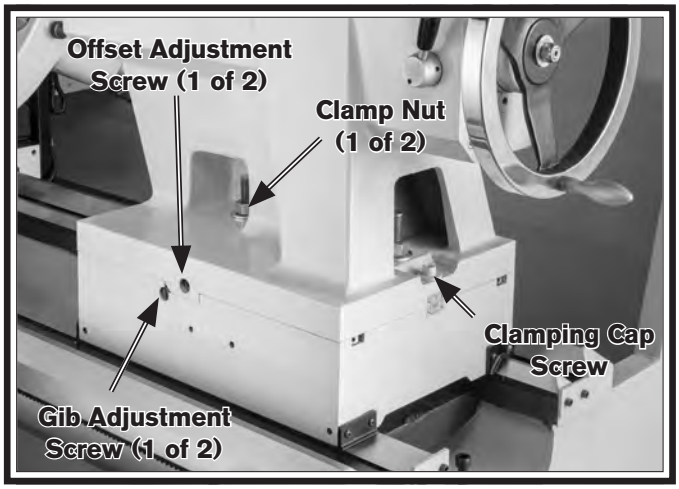

Figure 79. Tailstock gib adjustment.
1. Using a 32mm wrench; loosen both clamp nuts under tailstock upper casting (see **Figure 79**) to release clamping pressure between tailstock and lathe bed.
2. Loosen both clamping cap screws at either end of tailstock (see **Figure 79**) to release clamping pressure between two tailstock halves.